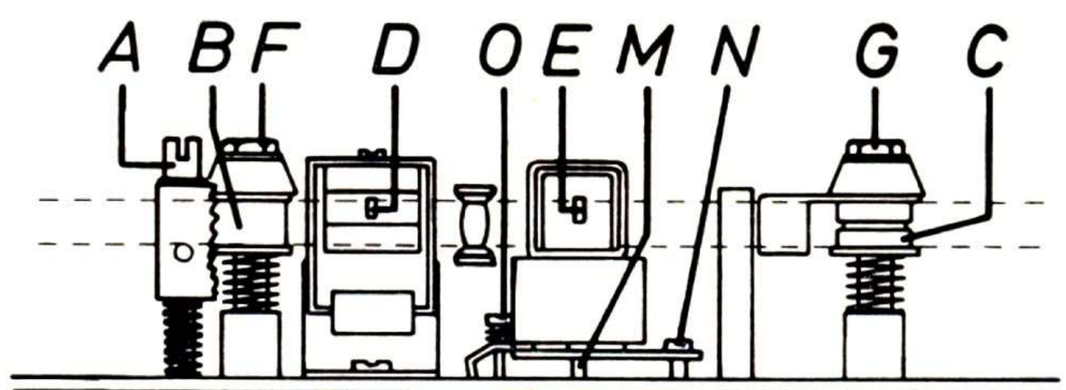
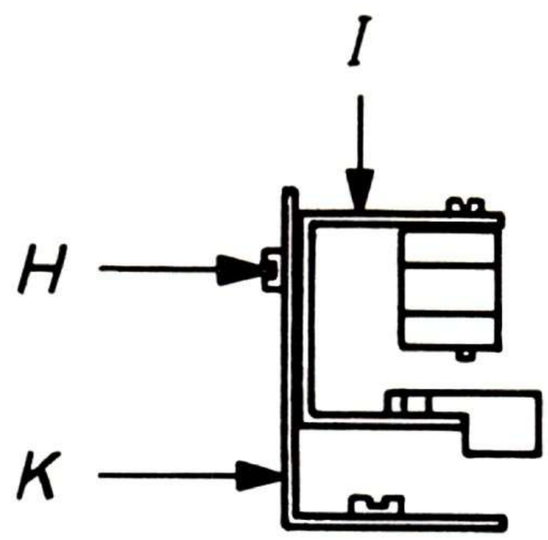

Fig. 14
Fig. 15
1.81 Bandführungen (siehe Abb. 14)
1.81 Tape Guides (see Fig. 14)
1.81 Guidage de la bande (voir fig. 14):
1.82 Löschkopf (siehe Abb. 14 und 15)
Der Kopfspalt (D) des Löschkopfes muß senkrecht zu den Kanten des Tonbandes stehen und 0,4 mm über die obere Bandkante herausragen (siehe Abb. 14). Die Höheneinstellung des Löschkopfes erfolgt nach Lockern der Schraube (H) durch Verschieben des Löschkopfhaltebügels (I) im Schlitz des Löschkopfverstellwinkels (K). Schraube (H) anschließend mit Lack sichern (siehe Abb. 15).
1.82 Erase Head (see Figs. 14 and 15)
The gap (D) of the erase head must be precisely at right angles with the edges of the magnetic tape and must surmount the upper edge of the magnetic tape by 0.4 mm (approx. 0.016") in accordance with Fig. 14. For vertical adjustment of the erase head slacken the screw (H) and slide the head mount (I) along the slot of the adjusting angle (K). Thereafter tighten the screw (H) and secure it by applying a drop of lacquer (see Fig. 15).
1.82 Tête d'effacement (voir fig. 14 et 15):
La fente (D) de la tête d'effacement doit être positionnée verticalement par rapport aux bords de la bande magnétique et dépasser le bord supérieur de la bande de 0,4 mm (voir fig. 14). Le réglage de la hauteur de la tête d'effacement est effectué après avoir desserré la vis (H) en déplaçant l'étrier de retenue de la tête d'effacement dans l'ajonc de l'équerre de règlage (K). Sceller ensuite la vis (H) avec de la laque (voir fig. 15).
1.83 Tonkopf (siehe Abb. 14 und 16)
1.83 Sound Head (see Figs. 14 and 16)
The sound head is adjusted with the aid of the UHER reproduce alignment tape. The gap (E) of the sound head must be precisely at right angles with the edges of the tape and must surmount the upper edge of the tape by 0.3 mm (approx. 0.012") according to Fig. 14. We recommend to follow precisely the order of operations given below:
3. Adjust the proper vertical position of the sound head by turning the grub screws (L) and (M). Avoid tilting of the sound head toward the front or rear of the recorder by simultaneously turning both grub screws by the same amount.
4. Set the recorder for playback. Adjust maximum output voltage of the test signal by turning the screw (N). Take care that the pressure spring which is located underneath the screw (O) is in a prestressend state during the adjustment.
1.83 Tête d'enregistrement/lecture (voir fig. 14 et 16):
Pour le règlage de la tête d'enregistremen lecture on utilise la bande d'ajustement de pistes UHER. La fente (E) de la tête d'enregistrement/lecture doit être positionnée verticalement par rapport aux bords de la bande magnétique et dépasser le bord supérieur de la bande de 0,3 mm (voir fig. 14). Nous conseillons de respecter rigoureusement l'ordre des opérations d'ajustement décrit ci-dessous:
3. Règler la tête d'enregistrement/lecture en tournant les goujons (L) et (M) à la hauteur nécessaire. Pendant cette opération, il est à éviter que la tête d'enregistrement/lecture s'incline en tournant les deux vis uniformément vers l'avant ou vers l'arrière.
4. Brancher l'appareil sur «Reproduction». Règler la tension maximum de sortie du son en tournant la vis (N). Veiller à ce que le ressort de pression en dessous de la vis (O) soit tendu pendant la procèdure d'ajustement.